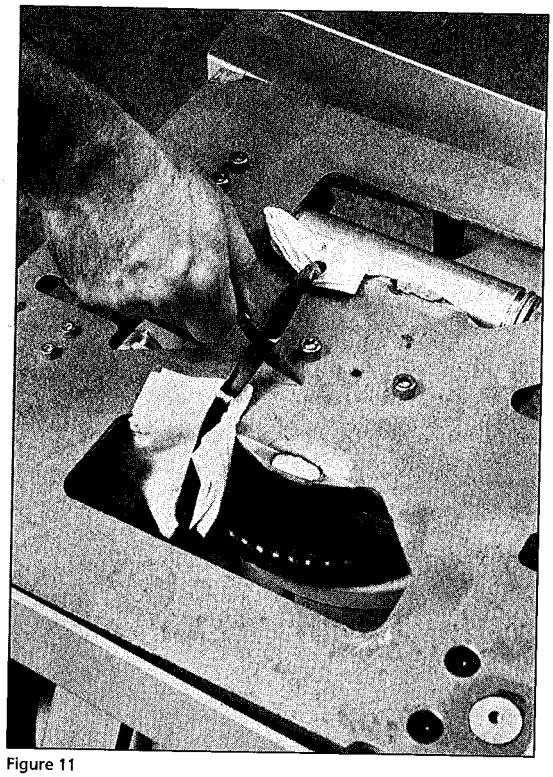

Figure 11
7. Cut the band encompassing the seat and base (Figure 11).